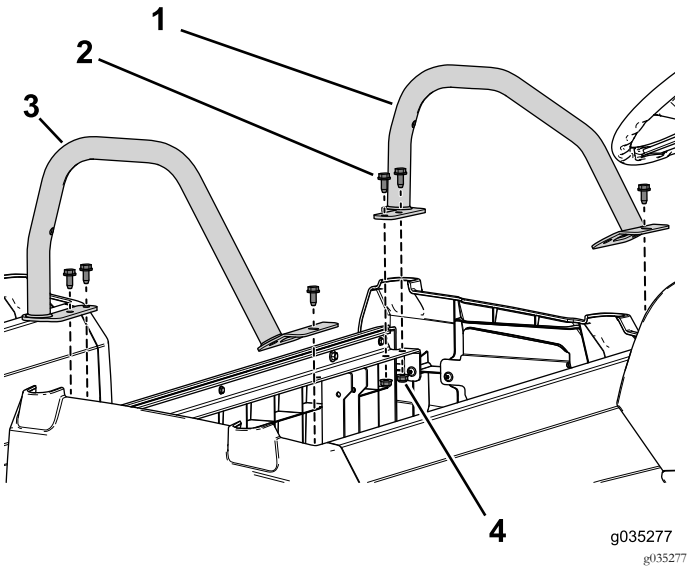

Figure 96
7. Servez-vous des 6 boulons à embase (3/16" x ¾") et écrous à embase pour fixer les dispositifs de retenue du bassin gauche et droit au socle de siège (Figure 96).